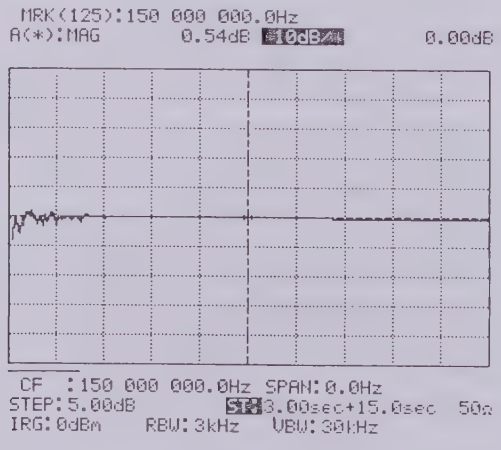

Fig. 2-59 Level Sweep (2)
When changing the measuring item from TRACE L (R) to TRACE MAGNITUDE, the waveform shown in Fig. 2-59 is displayed on the screen.